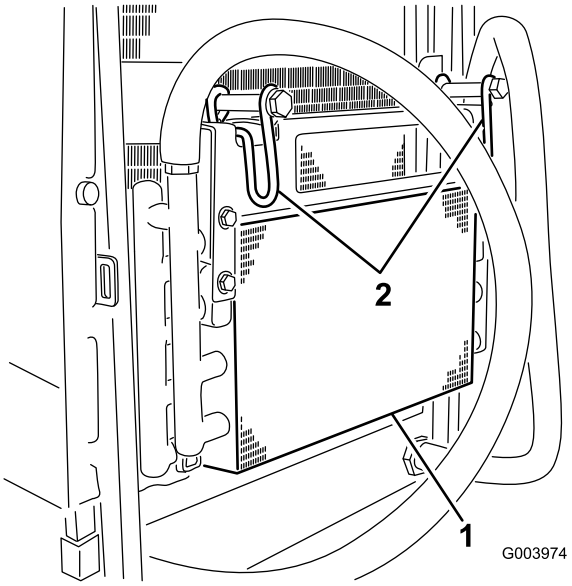

Figur 65
5. Drej låsehåndtagene indad, så oliekøleren løsgøres (Figur 65).